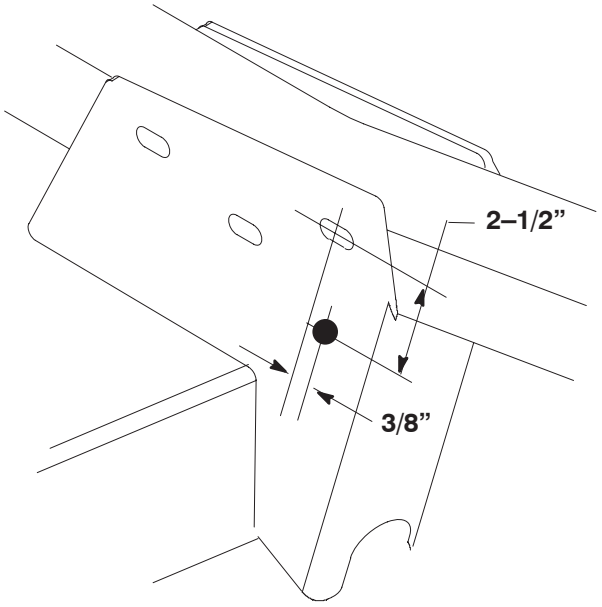

Figure 22
1. Using dimensions shown in Figure 22, locate, mark and drill a 11/32” dia. hole through both walls of right front castor arm bracket.